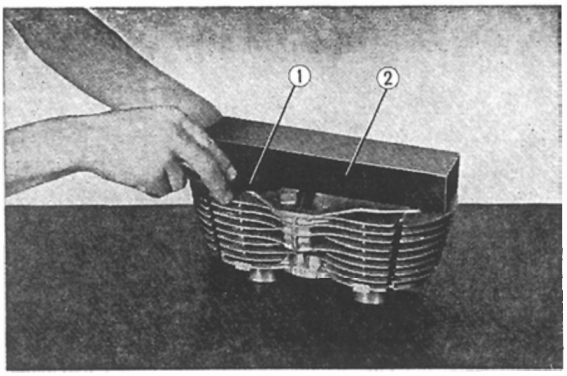

Fig. 3. 17 Measuring flatness of gasket surface
It is recommended that the nuts be loosened in the reverse of the tightening sequence. (Refer to **Fig. 3. 19**)
1. Inspect gasket surfaces for evidence of blow by or distortion. If surfaces are warped by more than 0.05 mm (0.002 in) correct by lapping on a surface plate. (Refer to **Fig. 3. 17**)